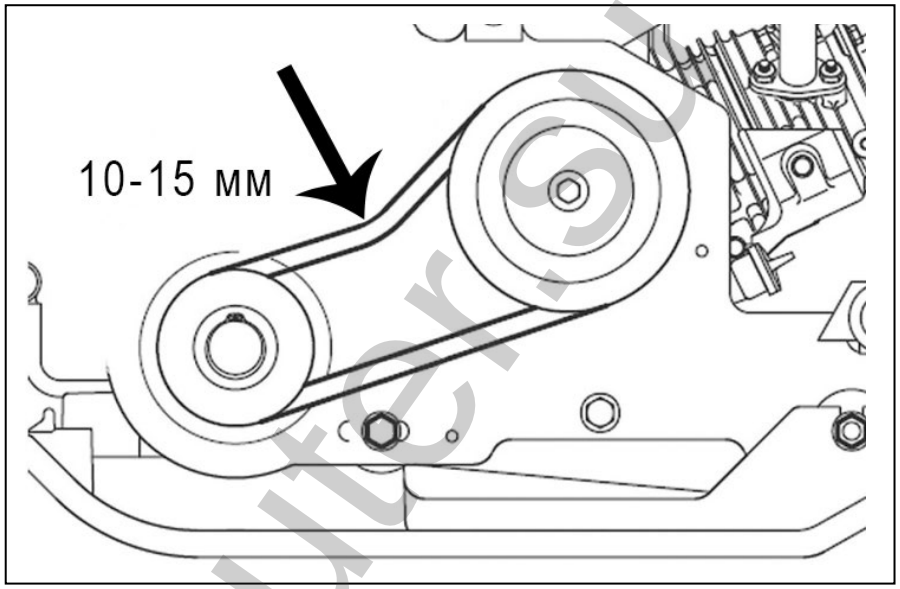

Рис. 24. Проверка натяжения ремней на моделях VP-35, VP-35W, VP-60, VP-60W, VP-90W, VP-110W.
3. Проверить натяжение ремней. Правильно натянутый ремень при сильном нажатии пальцем должен прогибаться примерно на 10-15 мм (Рис. 24,25).